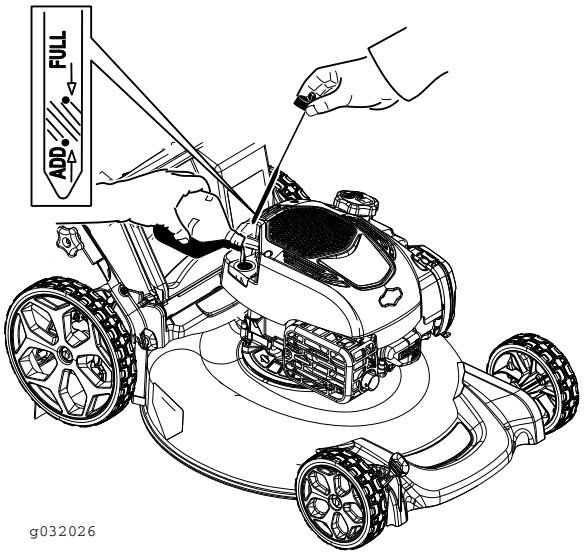

Figur 27
12. Ta ut oljestickan och läs av oljenivån (Figur 27).